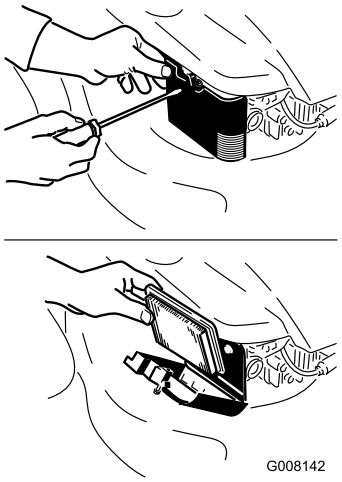

Figura 25
2. Aprite il coperchio del filtro dell'aria ed estraete il filtro da sostituire (Figura 25).